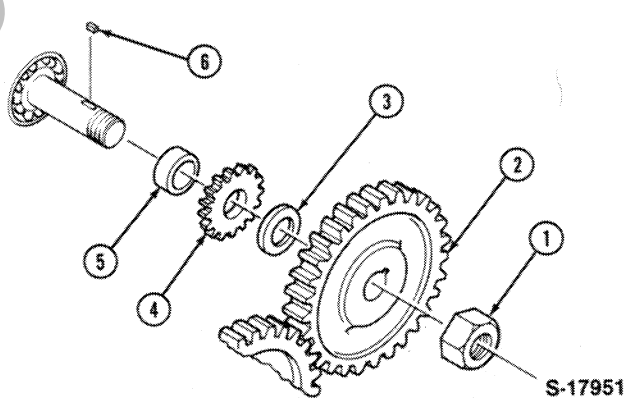

Figure 48
2. Remove the camshaft gear, spacer, tachometer drive gear, tachometer drive shaft, collar and key, Figure 48.